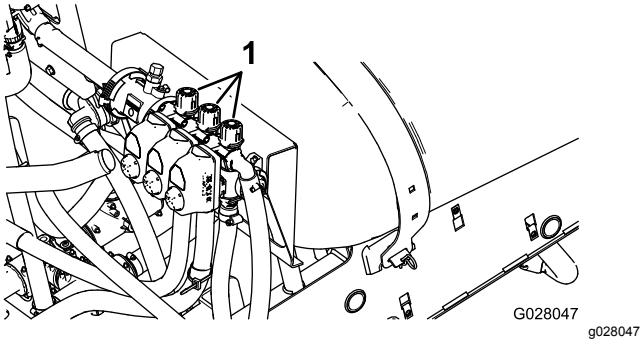

Figuur 18
2. Schakel de linkerspuitboom uit en stel de omloopknop van de spuitboom (Figuur 18) zodanig in dat de drukmeter de eerder gewijzigde waarde aangeeft (doorgaans 2,75 bar).
4. Stel de omloopknop van de rechterspuitboom (Figuur 18) zodanig in dat de drukmeter de eerder gewijzigde waarde aangeeft (doorgaans 2,75 bar).
6. Stel de omloopknop van de middelste spuitboom (Figuur 18) zodanig in dat de drukmeter de eerder gewijzigde waarde aangeeft (doorgaans 2,75 bar).